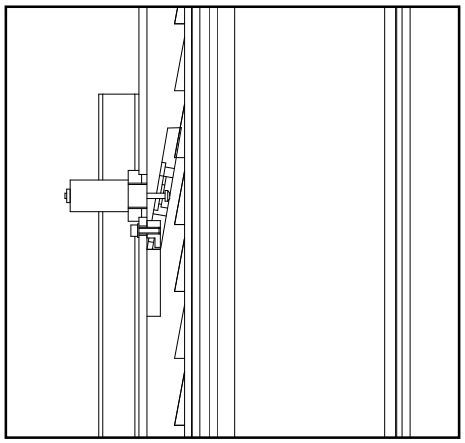

Fig. 15
• Si un vérin hydraulique casse, les cliquets de sécurité situés dans les colonnes s'enclenchent (fig. 15). Poussés par les ressorts, ils arrêtent immédiatement le chariot et empêchent sa descente.